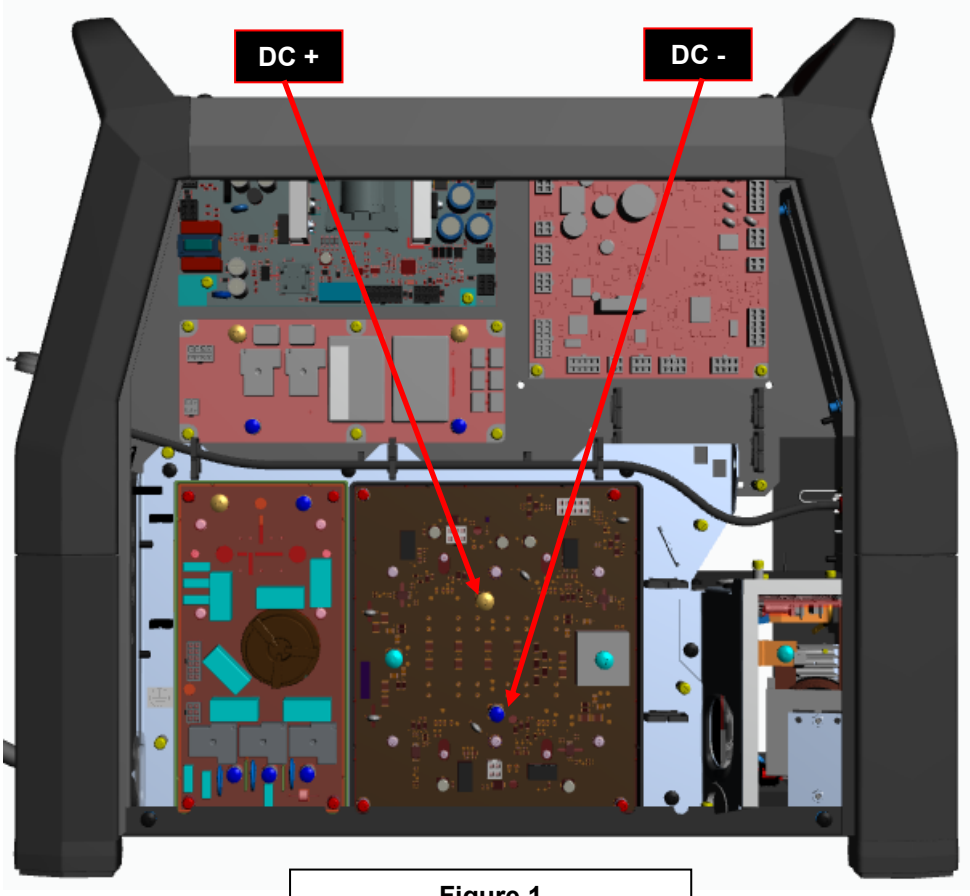

Figure 1
4. Locate the two terminals **DC+** and **DC –** on the Switch Board on the right side of the machine (**See Figure 1**).